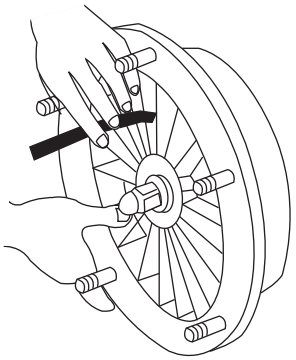

Fig. 32 Spleetmaat loopwiel-behuizing
1. Spleetmaat loopwiel/behuizing met voelermaat meten (*Fig. 32 „Spleetmaat loopwiel-behuizing“*).